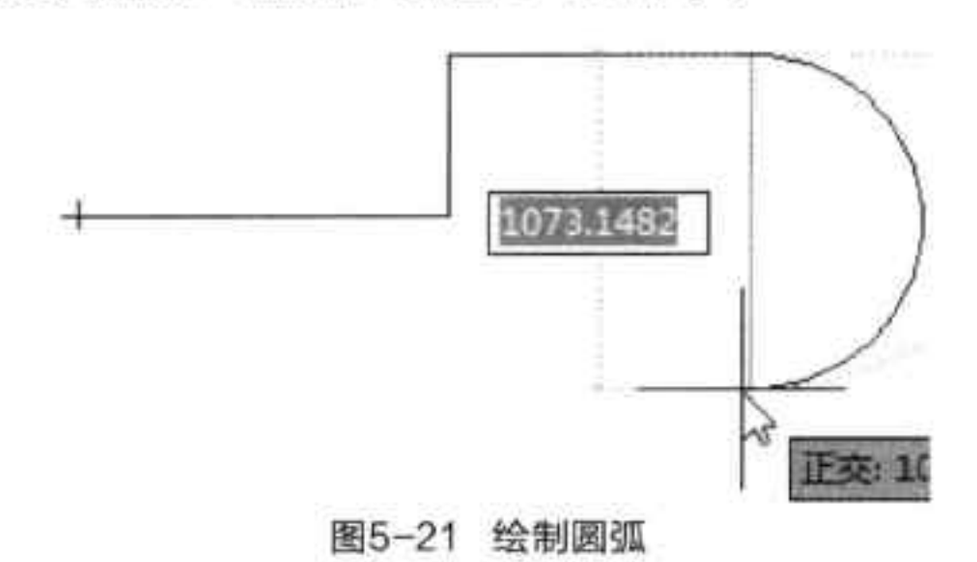

图5-21 绘制圆弧
Step 01 在命令行中输入“PL”后按回车键，在绘图区中指定多段线起点和下一端点位置，并在命令行中输入“A”，切换至圆弧状态，移动鼠标，指定圆弧另一端点，如图 5-21 所示。